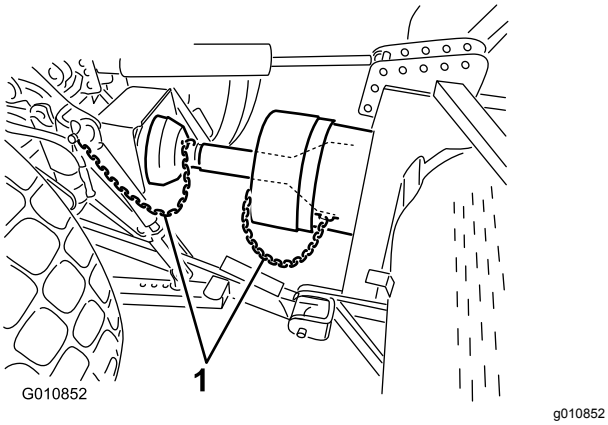

Rysunek 25
6. Podłącz łańcuchy osłony bezpieczeństwa do osłony wałka sprzęgającego oraz wsporników traktora (Rysunek 25). Upewnij się, że łańcuchy nie są napięte po uniesieniu i opuszczeniu aeratora.